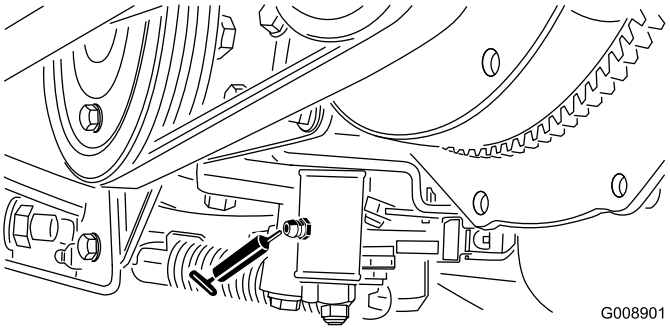

Figur 37
- Neutraljusteringsmekanismen (Figur 37)